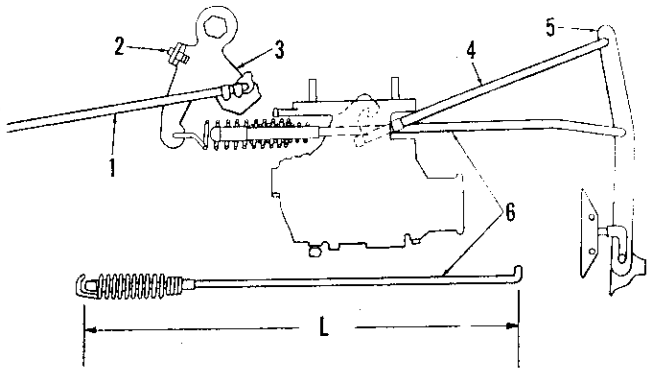

Fig. 151–Drawing showing typical throttle and governor linkage used on late model 2000, 3000 and 4000.
165. Refer to Fig. 151 for schematic view of linkage and to Fig. 152 for alternate bellcranks which may be used on 3 cylinder units. First make sure linkage is free without excessive looseness. Move hand throttle to high speed position and adjust governor rod (4) if necessary, to fully open carburetor throttle. Adjust length of throttle rod (L) to 11 25/32 inches if bellcrank is